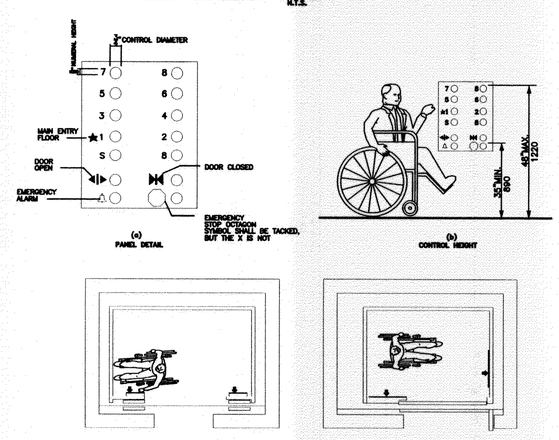

FIG. 23
(1) BUTTONS. ALL CONTROL BUTTONS SHALL BE AT LEAST 3/4" (19mm) IN THEIR SMALLEST DIMENSION. THEY SHALL BE RAISED OR FLUSH.
(2) TACTILE, BRAILLE, AND VISUAL CONTROL INDICATORS. ALL CONTROL BUTTONS SHALL BE DESIGNATED BY BRAILLE AND BY RAISED STANDARD ALPHANET CHARACTERS FOR LETTERS, ARABIC CHARACTERS FOR NUMERALS, OR STANDARD SYMBOLS (SEE FIG. 23(a)). AND AS ORDERED, A SINGLE BRAILLE CELL CHARACTER SHALL NOT REPRESENT MORE THAN TWO SYMBOLS. THE CALL BUTTON FOR THE MAIN ENTRY FLOOR SHALL BE DESIGNATED BY A RAISED STAR AT THE END OF THE BRAILLE DOOR DESIGNATION (SEE FIG. 23(a)). ALL RAISED DESIGNATIONS FOR CONTROL BUTTONS SHALL BE PLACED IMMEDIATELY TO THE LEFT OF THE BUTTON TO WHICH THEY APPLY. APPLIED PLATES, PERMANENTLY ATTACHED, ARE AN ACCEPTABLE MEANS TO PROVIDE RAISED CONTROL DESIGNATIONS. FLOOR BUTTONS SHALL BE PROVIDED WITH RECESSED DIRECT SIGNAL FROM EACH CALL IS REGISTERED. THE VISUAL INDICATORS SHALL BE EXTINGUISHED WHEN EACH CALL IS ANSWERED.
(3) HEIGHT. ALL FLOOR BUTTONS SHALL BE NO HIGHER THAN 54" (1370mm) ABOVE THE FINISH FLOOR FOR SIDE APPROACH AND 48" (1220mm) FOR FRONT APPROACH. EMERGENCY CONTROLS, INCLUDING THE EMERGENCY ALARM AND EMERGENCY STOP, SHALL BE GROUPED AT THE BOTTOM OF THE PANEL. THE TOP EMERGENCY CONTROL MUST BE NO LESS THAN 35" (900mm) ABOVE THE FINISH FLOOR (SEE FIG. 23(a) & (b)).
(4) LOCATION. CONTROLS SHALL BE LOCATED ON A FRONT WALL IF CARS HAVE CENTER OPENING DOORS, AND ON A SIDE WALL IF CARS HAVE SIDE OPENING DOORS (SEE FIG. 23(c) & (d)).